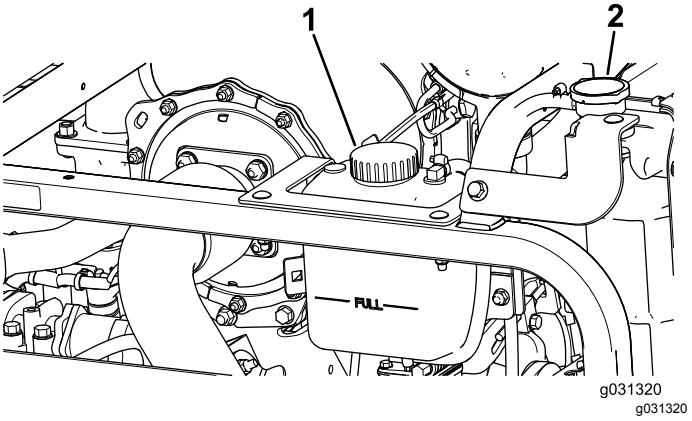

Figur 119
1. Ta av kylarlocket och locket till expansionstanken försiktigt (Figur 119).
2. Kontrollera kylvätskenivån i kylaren (Figur 119).